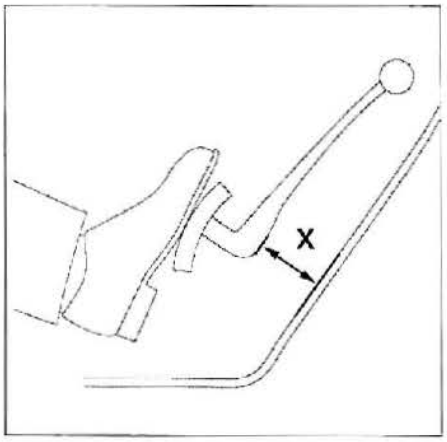

FIG. 10
• Comprobar que se produce un comienzo de fricción del mecanismo de embrague a una cota (x) superior o igual a 45 mm (la cota x se da a título indicativo) **(fig. 10).**